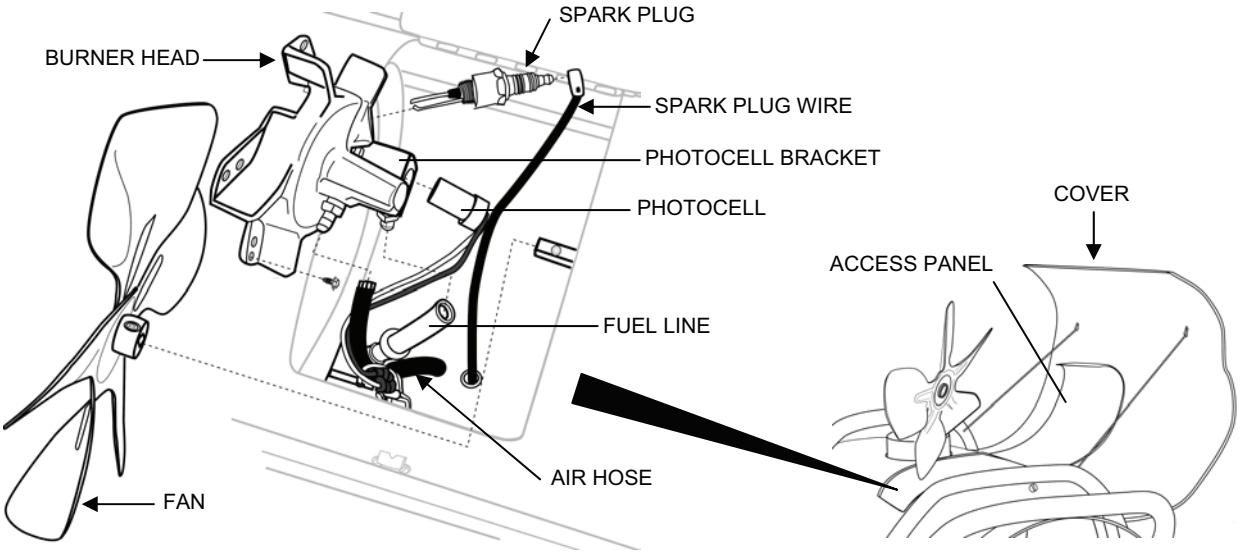

Figure 1. Diesel Heater Burner Head Removal.
e. Loosen the setscrew that secures the fan to the motor shaft and slide the fan off the motor shaft. (Removing the fan makes it easier to access the burner head and reduces the chance of damaging the fan.) (See Figure 1).